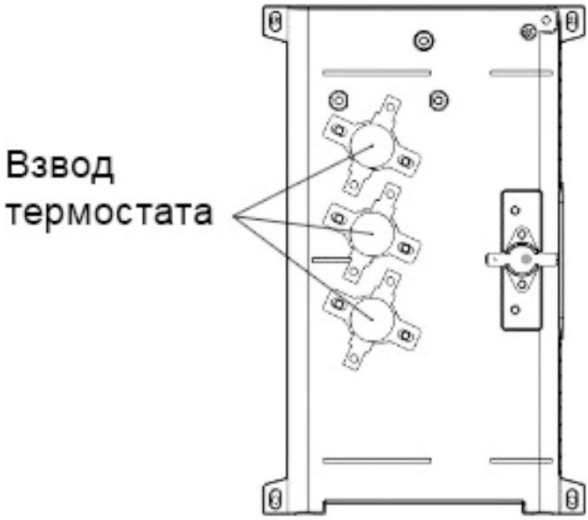

Рис. 27. Ручное восстановление термостатов
- Поочередно нажмите кнопки взвода в центре термостатов (см. Рис. 27), пока один из них не издаст щелчок.